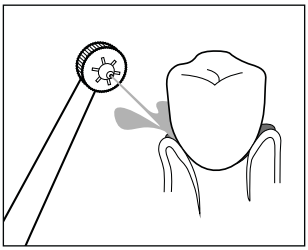
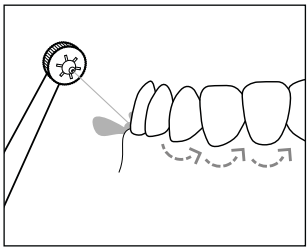

Abb.8
Abb.9
- ► Schalten Sie das Handteil ❹ erst im Mund ein, damit kein Wasser umherspritzt.
- ♦ Schalten Sie das Handteil ein ❹, indem Sie den Ein-/Ausschalter **I/O** für den Wasserstrahl ❸ am Handteil ❹ auf **I** stellen.
- ♦ Zum Reinigen richten Sie den Wasserstrahl auf die Zahnzwischenräume und die Zahnränder. Halten Sie die Aufsteckdüse ❷ so, dass der Wasserstrahl die Speisereste vom Zahnfleisch weg abspülen kann (siehe Abb. 8). Bewegen Sie die Aufsteckdüse ❷ langsam entlang der Zahnränder von Zwischenraum zu Zwischenraum (siehe Abb. 9). Reinigen Sie auf diese Weise alle Zahninnen- und Zahnaußenseiten.